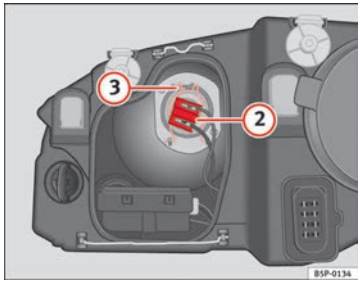

Fig. 189 Dipped beam headlights
– Remove the connector ⇒ fig. 189 (2) from the bulb.
– Unclip the retainer spring ⇒ fig. 189 (3) pressing inwards to the right.